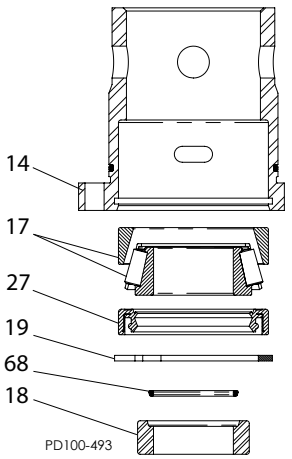

Figura 43 - Pressione dell'albero per liberarlo dal cuscinetto posteriore
2. Con la scatola dei cuscinetti supportata come mostrato in Figura 43, premere l'albero senza cuscinetto posteriore (articolo 17), scatola dei cuscinetti (articolo14), o-ring della boccola della tenuta (articolo 68) e boccola di tenuta (articolo 18).